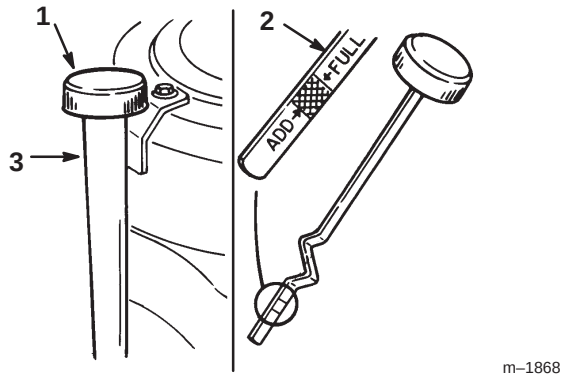

Figure 14
3. Clean around the oil dipstick (Fig. 14) so that dirt cannot fall into the filler hole and damage the engine.
4. Unscrew the oil dipstick and wipe the metal end clean (Fig. 14).
5. Screw the oil dipstick fully onto the filler tube (Fig. 14). Unscrew the dipstick again and look at the metal end. If the oil level is low, slowly pour only enough oil into the filler tube to raise the level to the Full mark on the dipstick.
7. Slowly pour approximately 80% of the specified amount of oil into the filler tube (Fig. 14). Check the oil level; refer to Checking the Oil Level, page 20, steps 4–5.